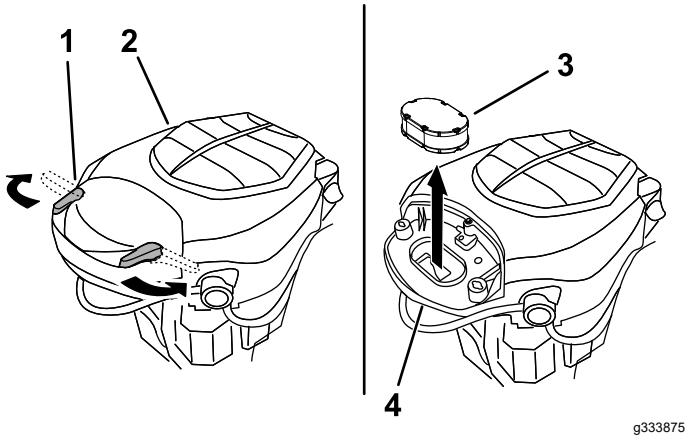

Figur 38
3. Monter dækslet, og fastgør det med låsene (Figur 38).